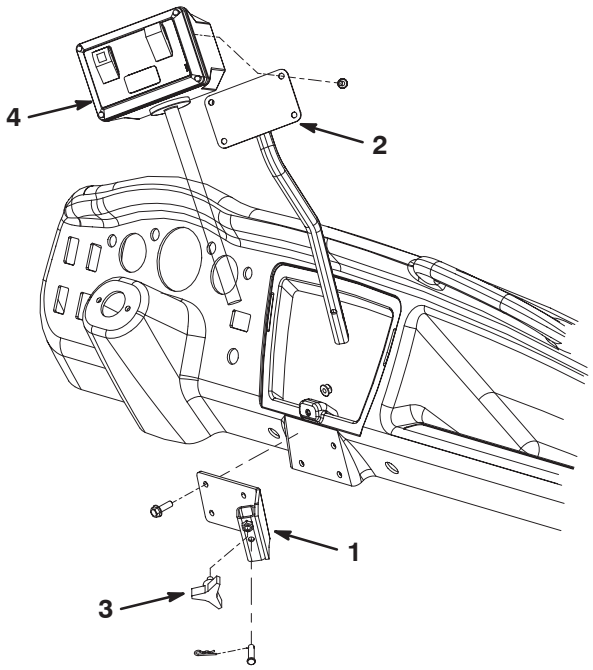

Bild 9
1. Befestigen Sie den Empfänger mit vier Kopfschrauben (5/16–18 x 1) und Muttern am Armaturenbrett des Workman. Platzieren Sie die Bestandteile, wie in Bild 9 dargestellt.
2. Befestigen Sie den Steuerkasten mit vier Schrauben an der Befestigung (Bild 9).
3. Setzen Sie das Befestigungsrohr in den Empfänger und befestigen Sie es mit einem Lastösenbolzen und einem Splint (Bild 9).
4. Drehen Sie das Handrad in den Empfänger, um das Rohr zu befestigen (Bild 9).